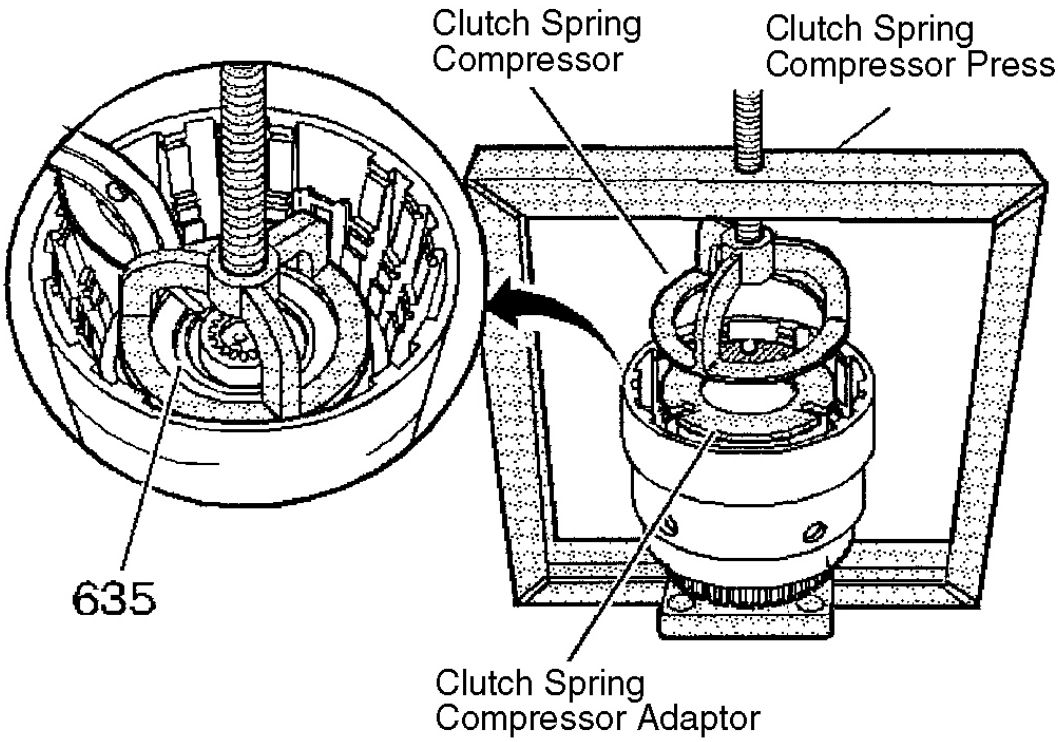

Fig. 40: Removing Overrun Clutch Spring & Snap Ring
4. Install the clutch spring compressor and adapter. Compress the overrun clutch spring using the clutch spring compressor and press. Remove the overrun clutch spring retainer snap ring (635). See **Fig. 40** .